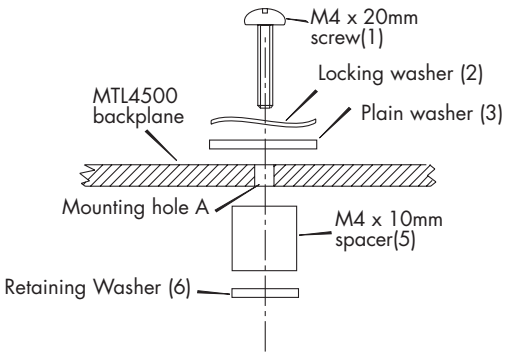

Figure 4.2: Surface mounting procedure
c) Place a locking washer (2) and a plain washer (3) over each M4 x 20mm screw (1) (Figure 4.2).
e) Fit M4 x 10mm spacers (5), retaining them with retaining washers (6) (Figure 4.2).